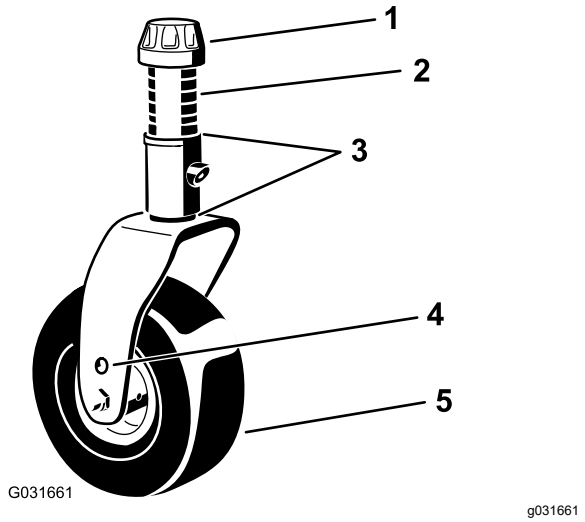
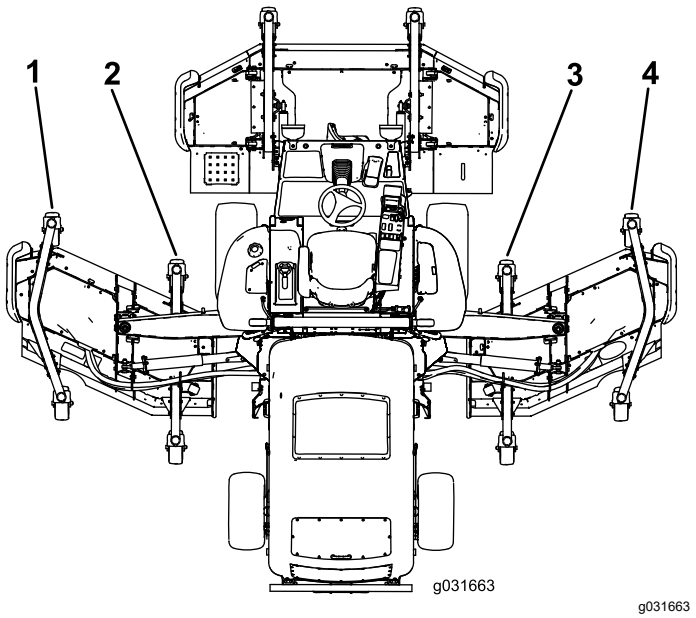

**Figuur 28**
**Figuur 29**
5. Als de binnenste rand van het zijmaaidek te hoog is ten opzichte van de buitenste rand van de voorste maai-eenheid, moet u 1 opvulstuk verwijderen uit het onderste deel van de voorste binnenste zwenkwielarm op het zijmaaidek (Figuur 28 en Figuur 29).
6. Als de binnenste rand nog steeds te hoog is, moet u nog een opvulstuk verwijderen uit het onderste deel van de voorste binnenste zwenkwielarm van het zijmaaidek en 1 opvulstuk uit de voorste buitenste zwenkwielarm van het zijmaaidek (Figuur 28 en Figuur 29).
7. Als de binnenste rand van het zijmaaidek te laag is ten opzichte van de buitenste rand van de voorste maai-eenheid, moet u 1 opvulstuk toevoegen aan het onderste deel van de voorste binnenste zwenkwielarm op het zijmaaidek (Figuur 28 en Figuur 29).